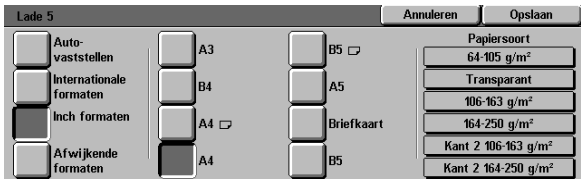

Figuur 26: Lade 5 Inchformaten
- De toets **Inchformaten** aanraken om een van de standaard VS-formaten (zoals 8,5 x 11 of 11 x 17 inches) te selecteren (zie figuur 26).